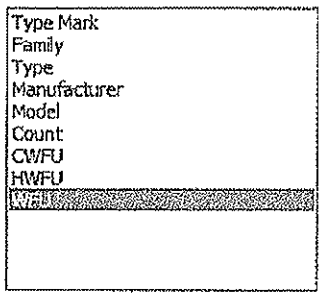

Figure 14–53
6. Continue adding the fields shown in Figure 14–53.